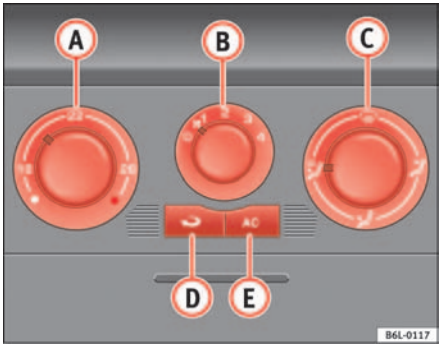

Fig. 86 On the instrument panel: air conditioner controls
– Using the controls ⇒ fig. 86 (A) and (C) and with the switch (B) you can set the temperature, air distribution and the blower speed.
– To switch a function on or off, press the appropriate button (D) or (E). When the function is activated, a warning light on the button comes on.